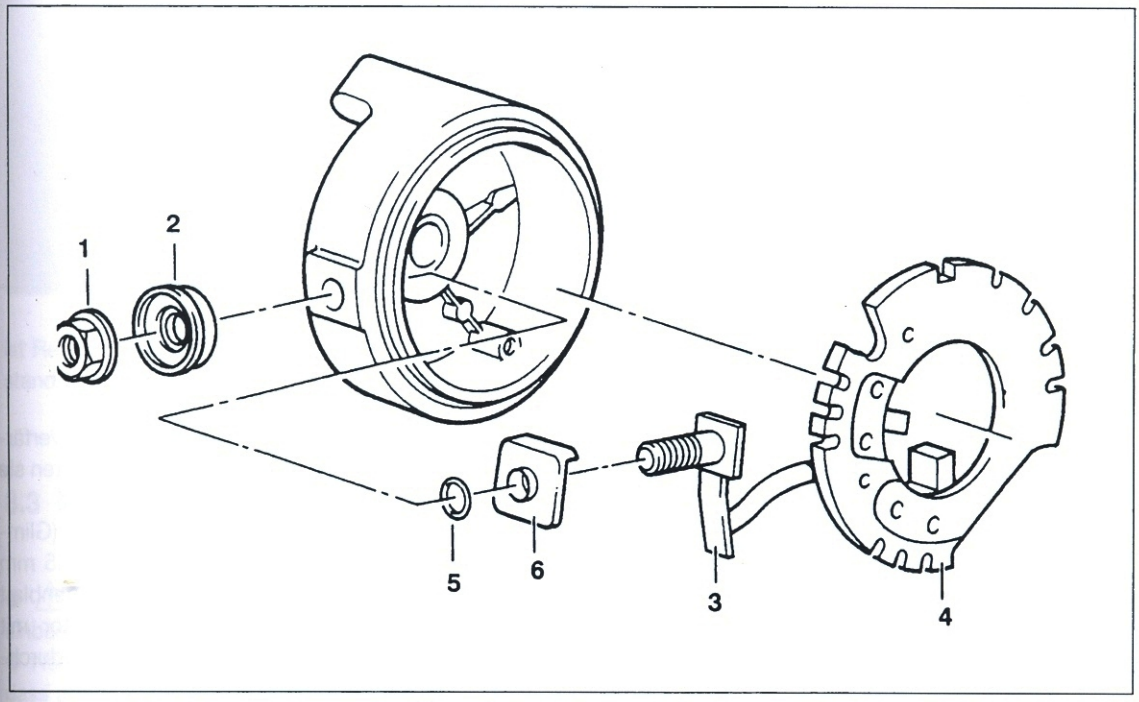

Bild 102
● Befestigungsmutter ① Bild 102 des Bürsteneinsatzes lösen und Bürstenhalterplatte abnehmen.